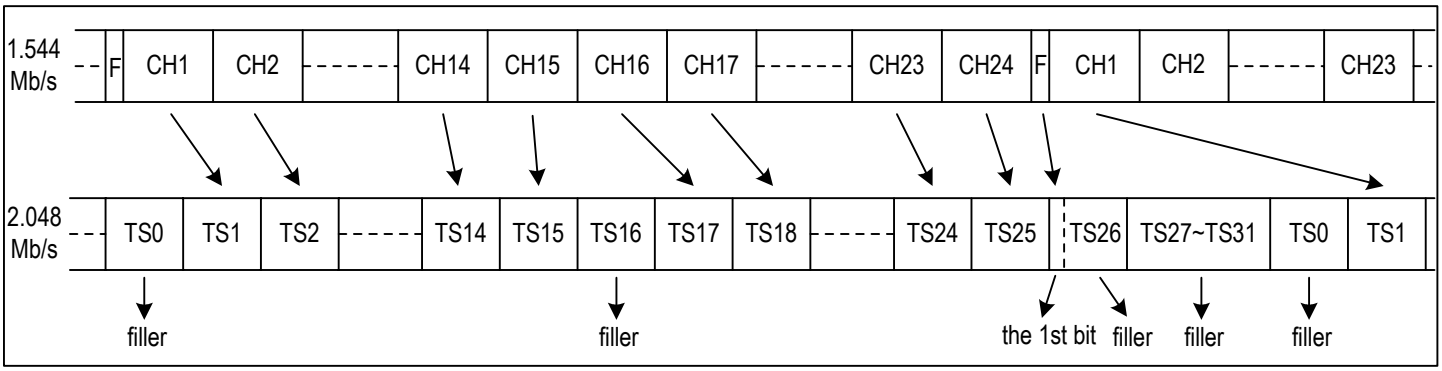

Figure 17. T1/J1 To E1 Format Mapping - G.802 Mode
1. T1/J1 Mode E1 Rate per G.802 (refer to Figure 17): Channel 1 to Channel 15 of Frame N from the device are converted into TS1 to TS15 of Frame N on the system side; Channel 16 to Channel 24 of Frame N from the device are converted into TS17 to TS25 of Frame N on the system side. The F-bit of Frame N from the device is converted into the first bit of TS26 of Frame (N-1) on the system side. TS0, TS16, TS27~TS31 and the other 7 bits in TS26 on the system side are all filled with '0's and they are meaningless.